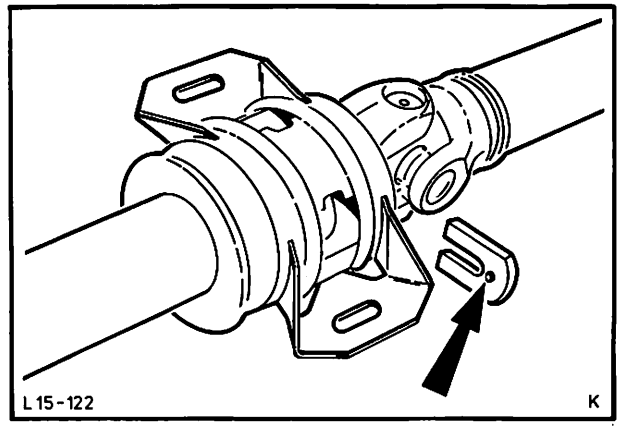

Abb. 189 U-Scheibe einsetzen. Auf Zapfen (Pfeil) achten
9. U-Scheibe in der unter Pkt. 2 gekennzeichneten Lage mit dem Zapfen zur Verzahnung hin einschieben, Abb. 189.